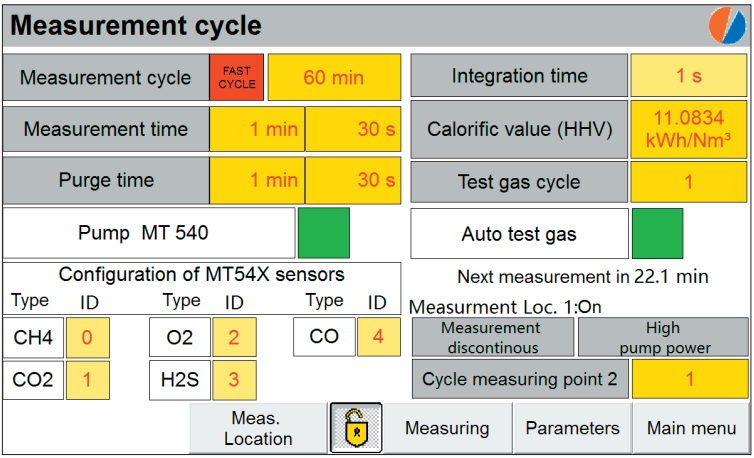

Fig. 28: Measurement cycle view with activated auto test gas
The type of test gas measurement that has been set up can be seen in the **Measurement cycle** view (fig. 22 or fig. 28).
- Auto test gas is activated (fig. 28)